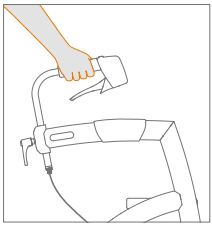

Figure 19: Driving.
a. While walking, keep the fingers loosely around the handles **(Figure 19)**. You can also keep them around the hand brakes, with your thumb on the inside of the handle.